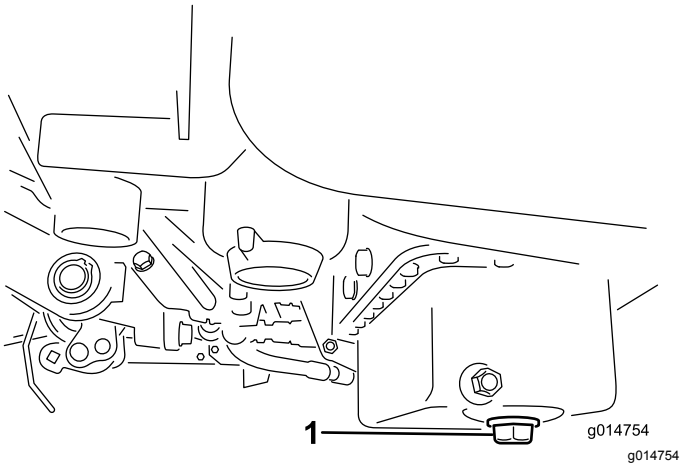

Figur 39
1. Fjern tappepluggen, og la oljen renne ned i et tappefat. Når oljen slutter å renne, setter du tappepluggen på igjen (Figur 39).